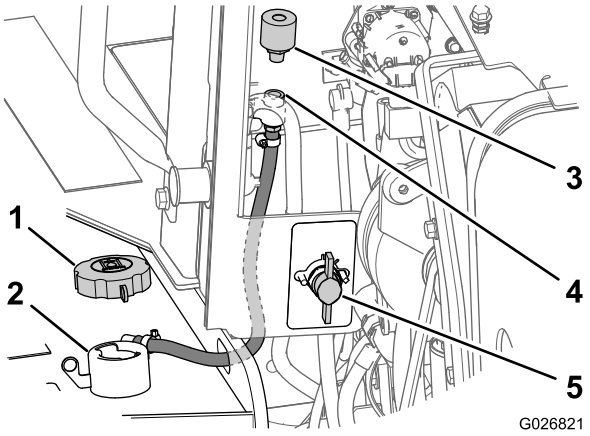

Bild 106
2. Drehen Sie den Schalter für das Abschalten der Batterie in die Aus-Stellung (Bild 106).
3. Entfernen Sie den Fülldeckel vom Füllstutzen des Behälters (Bild 106).
4. Drehen Sie den Entlüfter nach links und nehmen Sie ihn vorne an der Motorraumplatte von der Rohrkupplung ab (Bild 106).
5. Setzen Sie einen neuen Entlüfter in die Rohrkupplung ein und ziehen ihn mit der Hand an (Bild 106).